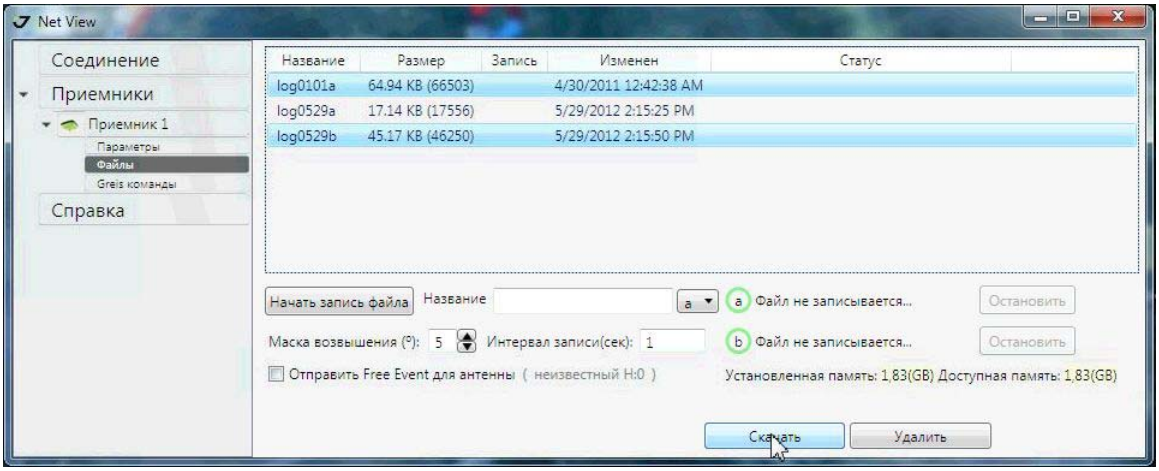

Рисунок 2. Выгрузка файлов
4. Выберите папку, в которую будет выполняться сохранение (Рис. 2 на стр. 60) и нажмите *ОК*.